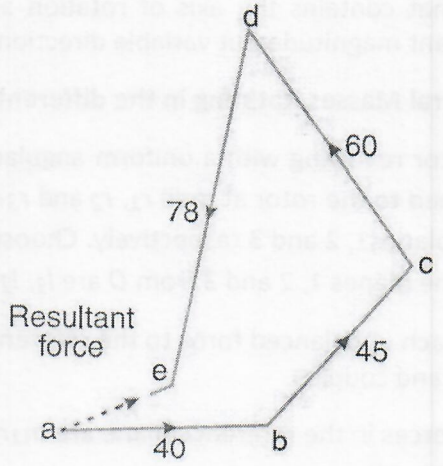

Fig. 1.4 Vector Diagram
- For graphical method draw the vector diagram with the above values, to some suitable scale, as shown in Fig. 1.4. The closing side of the polygon *ae* represents the resultant force. By measurement, we find that *ae* = 23 kg-m.